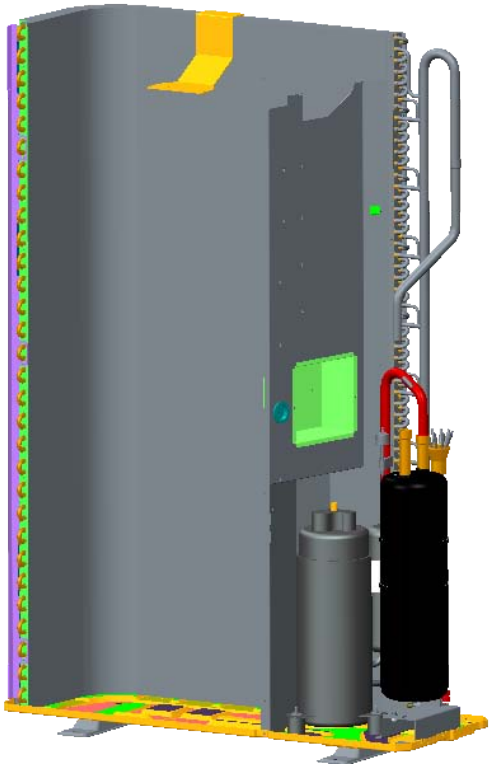

Fig.14
- Welding out the suction pipe and discharge pipe.[**See Fig.14**]